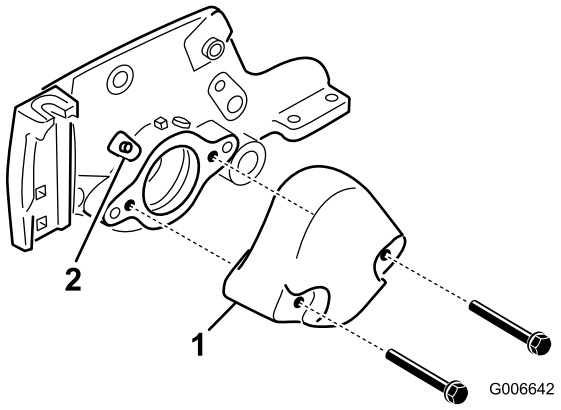

Figur 3
3. Fjern de (2) bolte, der fastholder modvægten i venstre ende af klippeenheden. Fjern modvægten (Figur 3).
4. Fjern den lige smørenippel fra lejehuset, og udskift den med 45 graders niplen (Figur 3). Placer niplen, så den peger mod toppen af klippeenheden.